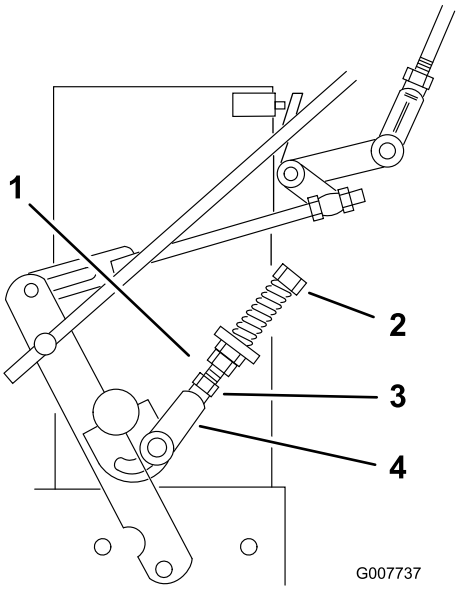

Figuur 32
9. Als het wiel draait terwijl u de rijhendel in de neutraalstand houdt, moet u het mechanisme van de neutraalstand afstellen (Figuur 32). Als het wiel vervolgens stopt, kunt u verder gaan met stap 12.
10. Draai de moer van de gaffel van het mechanisme van de neutraalstand los (Figuur 32).
11. Stel het mechanisme van de neutraalstand af totdat het betreffende aandrijfwiel stopt terwijl de rijhendel tegen de neutraalveer is getrokken (neutraalstand) (Figuur 32).
12. Draai de stelbout ongeveer een kwartslag rechtsom als het wiel achteruit draait of een kwartslag linksom als het wiel vooruit draait (Figuur 32).